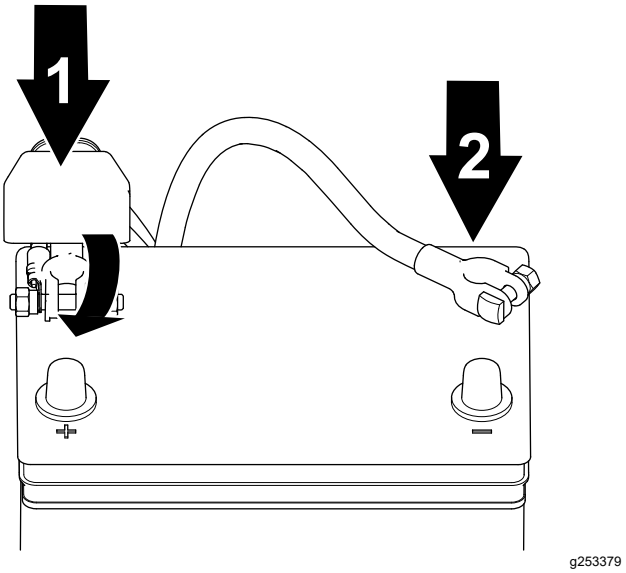

**Figuur 39**
2. Sluit de pluskabel weer op de accu aan en draai de moer van de accuklem vast (Figuur 39).
3. Sluit de minkabel weer op de accu aan en draai de moer van de accuklem vast (Figuur 39).